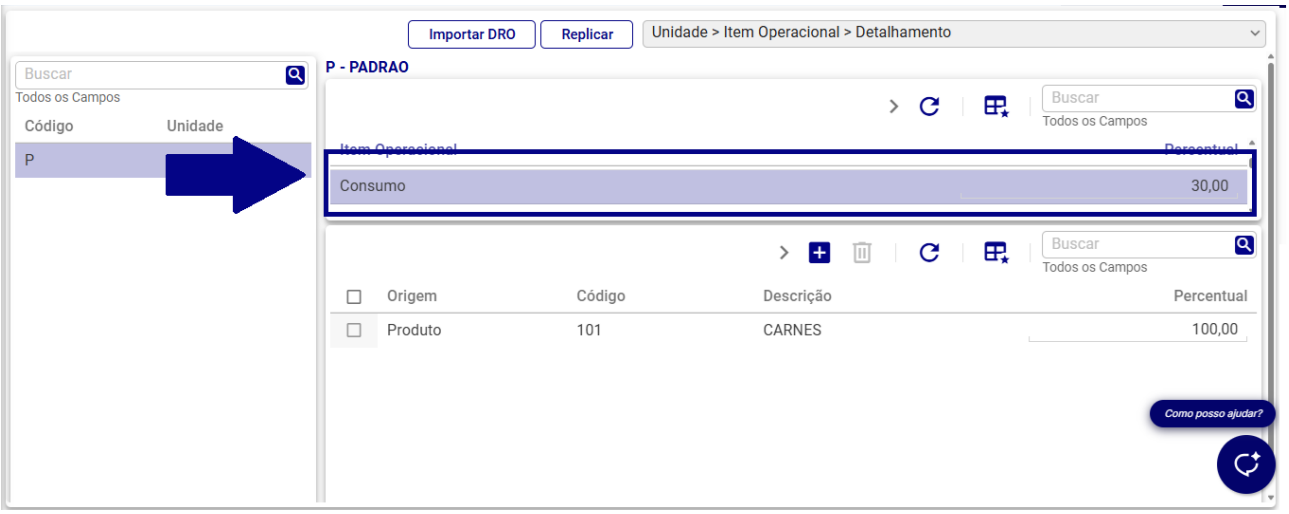

Figura 49: Item Operacional Selecionado
- Na lista de **Itens Operacionais**, mantenha o item desejado selecionado (Figura 49) (ex: "Consumo").